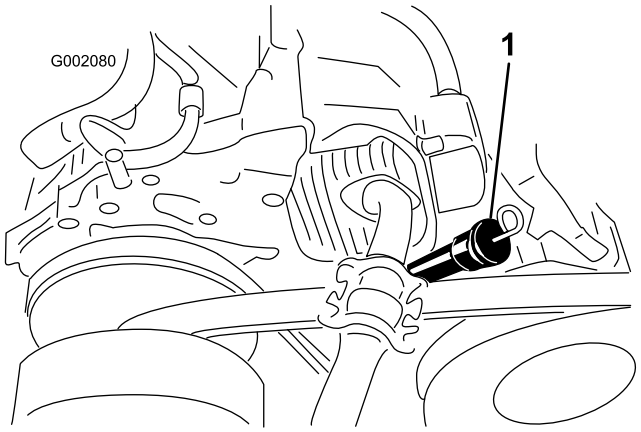

Figur 41
8. Rengjør rundt oljepeilestaven og påfyllingstuten, og ta ut peilestaven (Figur 41).
9. Hell den spesifiserte oljen inn i påfyllingstuten til oljenivået når opp til Full-merket på peilestaven (Figur 41).
10. Sett peilestaven helt ned i påfyllingstuten, ta ut peilestaven, og kontroller oljenivået (Figur 41).
11. Sett peilestaven inn i påfyllingsrøret til den sitter godt på plass (Figur 41).